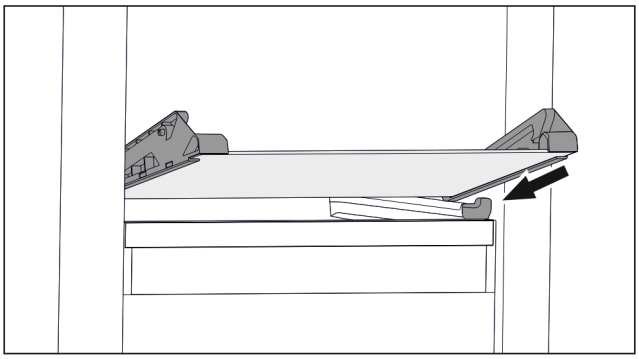

Fig. 75 Glasplatte des abkippbaren Schubfachs
- ▶ Glasplatte schräg hinter den Stoppern aufsetzen. (siehe Fig. 75)